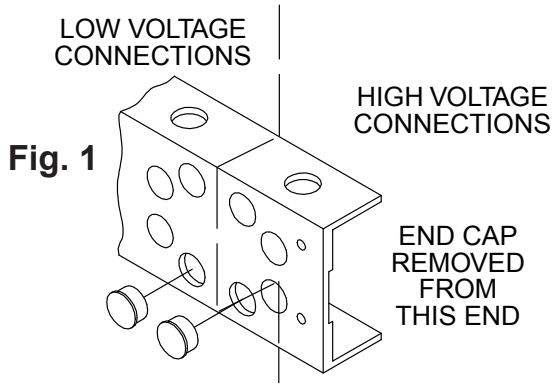
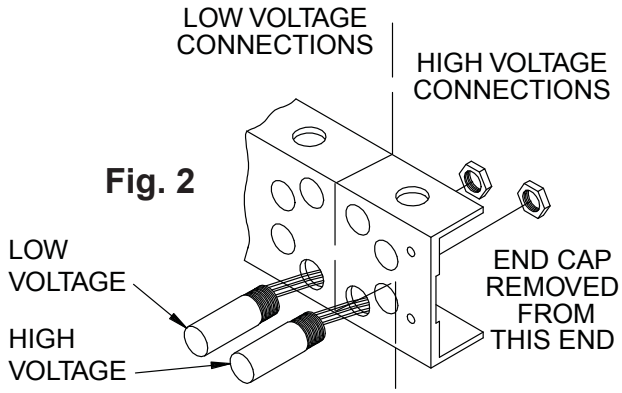

Fig. 1
Fig. 2
2. Refer to correct template to determine proper location for conduit. Remove appropriate conduit plugs, exposing conduit holes in back of mounting channel, as shown in **Fig 1**. Attach 1/2" conduit to mounting channel, as shown in **Fig 2**. Place mounting channel into position on frame. Once mounting channel is in position and flush on frame, insert fasteners and tighten securely.